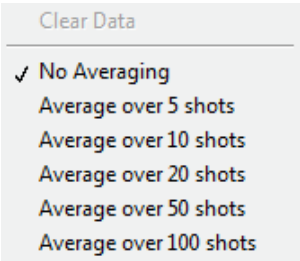

Figure 5.26: Right-click menu on Numerics display
- **Text Disp.Average** sets the number of shots used when calculating the average. Averaging only applies to the Numerics display, and this setting is equivalent to the right-click menu on Numerics display described in section 5.3.4, figure 5.26.
• **For Numerics display** the menu shown on figure 5.26 is available.